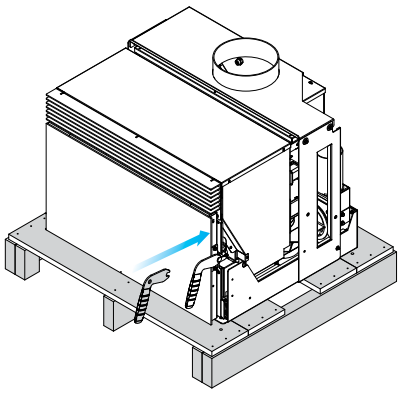

fig. 6.1.0
2) Introduzca la mano fría suministrada en la palanca de cierre de la puerta fig. 6.1.0. en la máquina recibida, aún fija al palet.